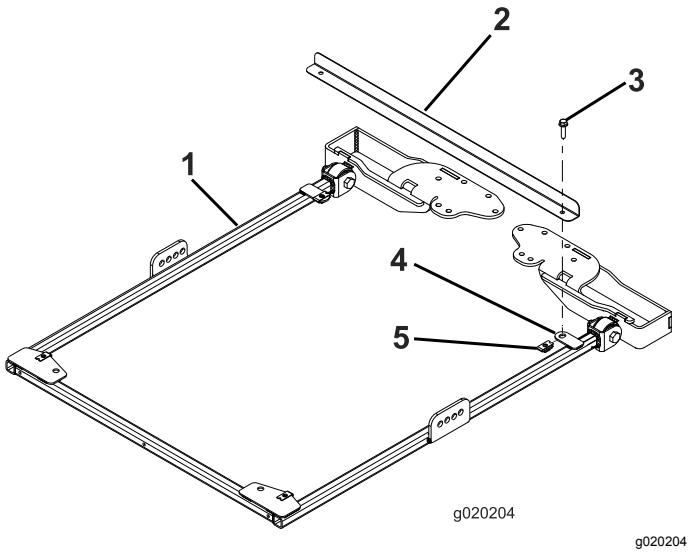

Figura 1
1. Per allineare correttamente il telaio, collegate la barra di allineamento del telaio alle alette di montaggio sul lato posteriore del telaio del parasole con 2 bulloni a testa flangiata (5/16" x 1¼"), come illustrato nella Figura 1.